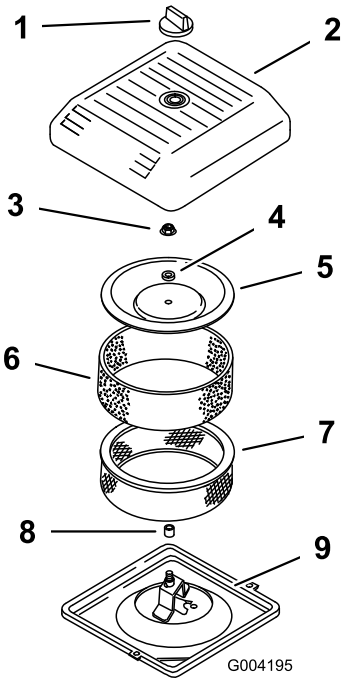

Figura 44
3. Desaperte o botão e retire a cobertura do filtro de ar (Figura 44).
4. Faça deslizar cuidadosamente o filtro prévio de esponja do elemento de papel (Figura 44).
5. Desaperte a porca da cobertura e retire a cobertura, o espaçador e o filtro de papel (Figura 44).
2. Coloque a estrutura do filtro do ar na base do filtro do ar (Figura 44).
3. Coloque a cobertura, o espaçador e aperte com a porca da cobertura (Figura 44). Aperte as porcas a 11 Nm.
4. Coloque a cobertura do filtro de ar e fixe-a com o botão (Figura 44).